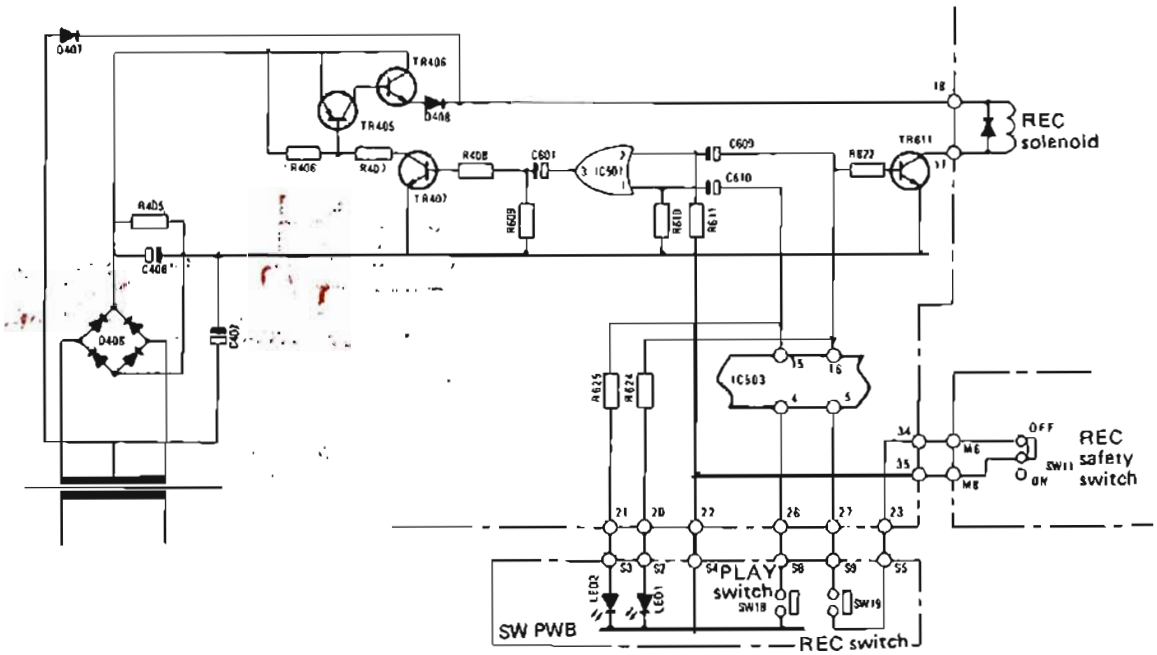

Fig. 4
2. REC-mode operaiton (Refer to Fig. 4.)
Pins (15) and (16) of IC503 are connected to pins (1) and (2) of IC501 through CR circuits, whose time constant is such that, at the moment the level of pins (15) and (16) jumps to "H" (5.6 volts), the level of pins (1) and (2) begins to fall gradually from its "H" level (5.6 volts) and the level of pin (3) jumps to "H" (5 volts). These changes are illustrated by waveforms (c), (d) and (e) of Fig. 4.
At 2.8 volts of falling voltage, waveform (d), output pin (3) dips to "L" so that it would appear that a pulse has issued forth from this pin. This pulse-like change is then differentiated by C601 and R609 to result in a sharp-pointed wave (whose form is like the one indicated in the circuit diagram of Fig. 4) applying to the base of TR407 through R408.
Three transistors, TR405 ~ TR407, serve as the means of high-current energization of REC solenoid during the short interval in which both PLAY and REC key switches are pressed. When either switch is released, TR406 turns off to shut off +37 volts applying to REC solenoid but this solenoid remains energized from the +16.5-volt source if REC switch is kept in pressed-down condition, as will be noted in waveform (f), Fig. 4.